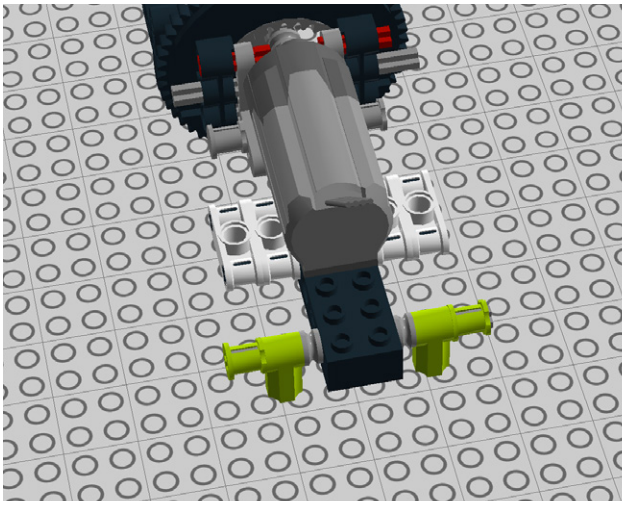

Figure 7-100. *Step 93: Adding angle elements*
93. Add angle elements and bushes. Figure 7-100 shows this.